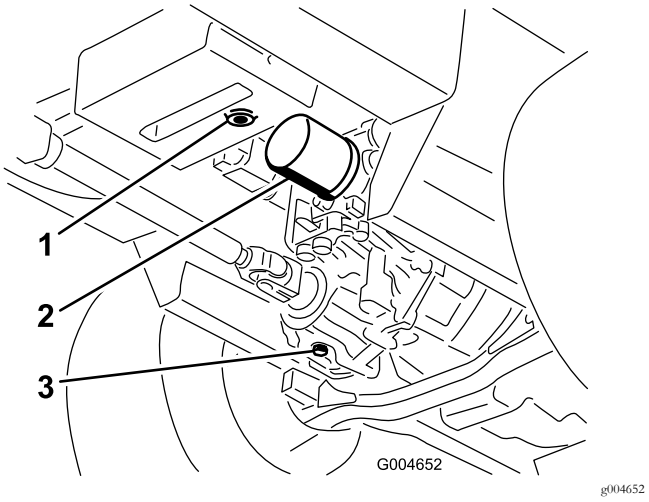

Figur 62
3. Placer en stor bakke under hydraulikbeholderen og gearkassen, og skru propperne af, så al hydraulikvæsken kan løbe af (Figur 62).
4. Rengør området omkring hydraulikvæskefilteret, og afmonter filteret (Figur 62).